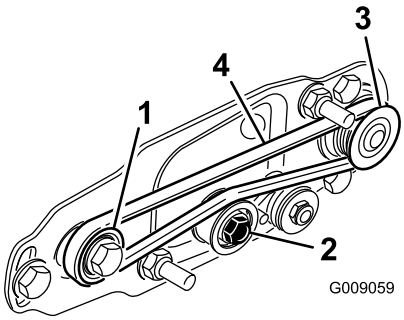

図 25
- **受動** プーリにベルトを回しかけ、次にアイドラプーリに上からベルトを掛ける図 25。
- **駆動** プーリを回してベルトを回転させる図 25。